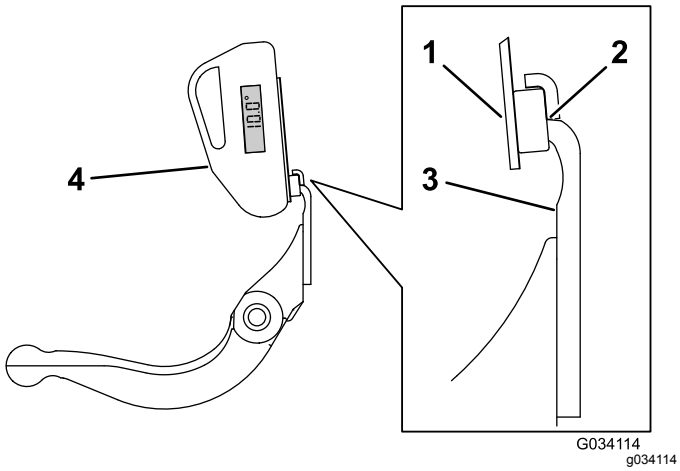

Rysunek 28
3. Przyłóż wspornik wskaźnika nachylenia na krawędzi noża dolnego w taki sposób, aby krawędź magnesu zrównała się z krawędzią noża dolnego (Rysunek 28).
4. Przyłóż wskaźnik nachylenia do wspornika w sposób podany na Rysunek 28.